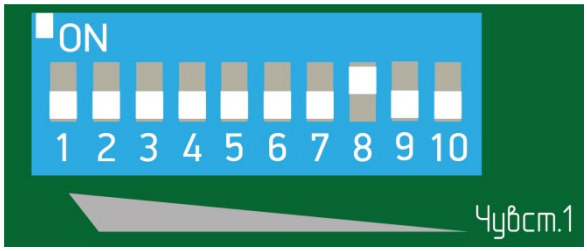

Рисунок 7.20
– установить флажок 8 переключателя регулировки чувствительности в положение «ON» (верхнее положение), все остальные флажки в нижнее положение (рисунок 7.20);